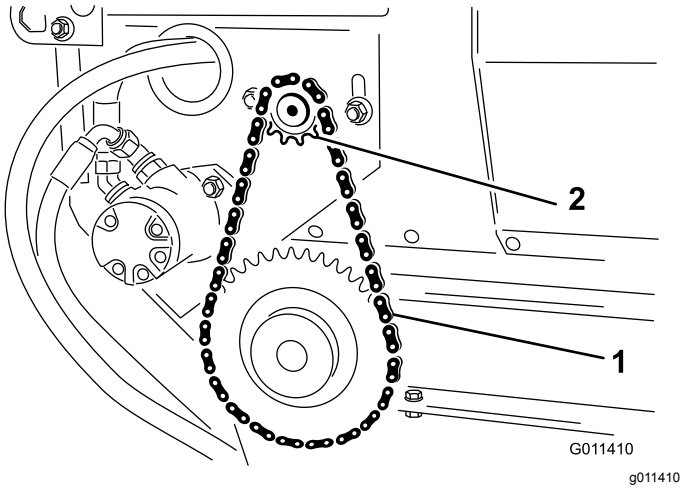

Figur 25
2. Løsn boltene og møtrikkerne, der fastgør motoren og kædehjulet til hovedstellet (Figur 25).